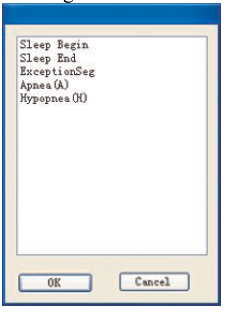
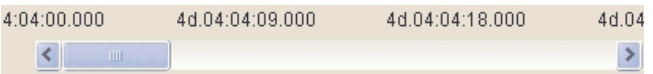

Abb. 5-3-4
Abb.5-3-5
Markierungs-Dialogbox in Abb. 5-3-4 erscheint, wählen Sie die Markierungsart und klicken Sie auf „OK“, um die entsprechende Stelle zu markieren (wie Abb. 5-1-3 (2)), setzen Sie die Maus auf die Grenze des markierten Bereichs, wenn das Bearbeitungszeichen auftritt, können Sie die Maus ziehen, um die Grösse des markierten Bereichs anzupassen. (Neue Markierungen können alte nicht zudecken.) Wählen Sie eine Markierung auf der Wellenform und klicken Sie auf „Delete“ in der Tastatur oder klicken Sie auf die rechte Taste, um die Markierung zu löschen.
Ziehen Sie die linke Maustaste, dann erscheint das entsprechende Dialogfenster (siehe Abb. 5-3-4), „Sleep Begin“ und „Sleep End“ können wie in Abb. 5-1-3 (1) eingestellt werden: Der Zeitachsen-Anzeigebereich wird wie Abb. 5-3-5 gezeigt. Ziehen Sie die Bildlaufleiste, oder rollen Sie mit